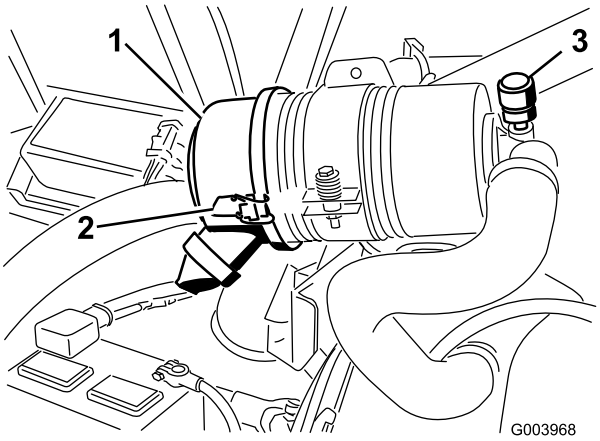

Rysunek 58
Sprawdź filtr powietrza tylko wtedy, gdy wskaźnik (Rysunek 58) to sygnalizuje. Wcześniejsza wymiana filtra niż jest to konieczne zwiększa możliwość przedostania się zanieczyszczeń do silnika podczas usuwania filtra.
1. Zwolnij zatrzaski mocujące pokrywę filtra powietrza do obudowy filtra powietrza (Rysunek 58).